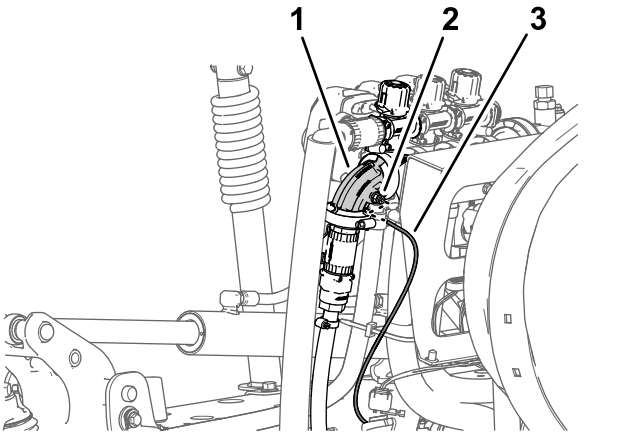

Figur 28
1. Tryk kraven til rørkoblingen ind i 90°-knærøret på højre sprøjtesektionsventil (Figur 28).
2. Træk tryksensorrøret til instrumentpanelets måler ud af rørkoblingen (Figur 28).